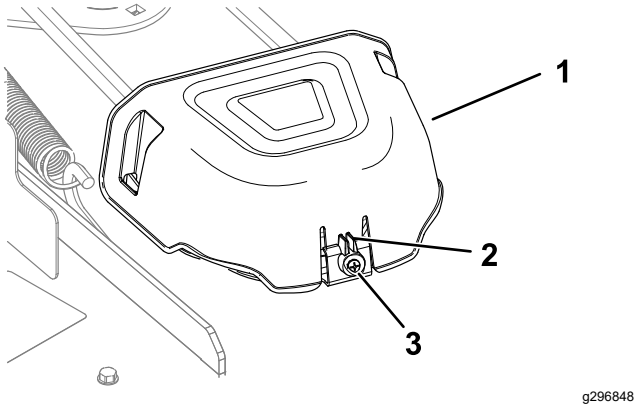

Rysunek 55
5. Poluzuj wkręt i popchnij zaczep na pokrywie, aby zdjąć pokrywy kół pasowych (Rysunek 55).